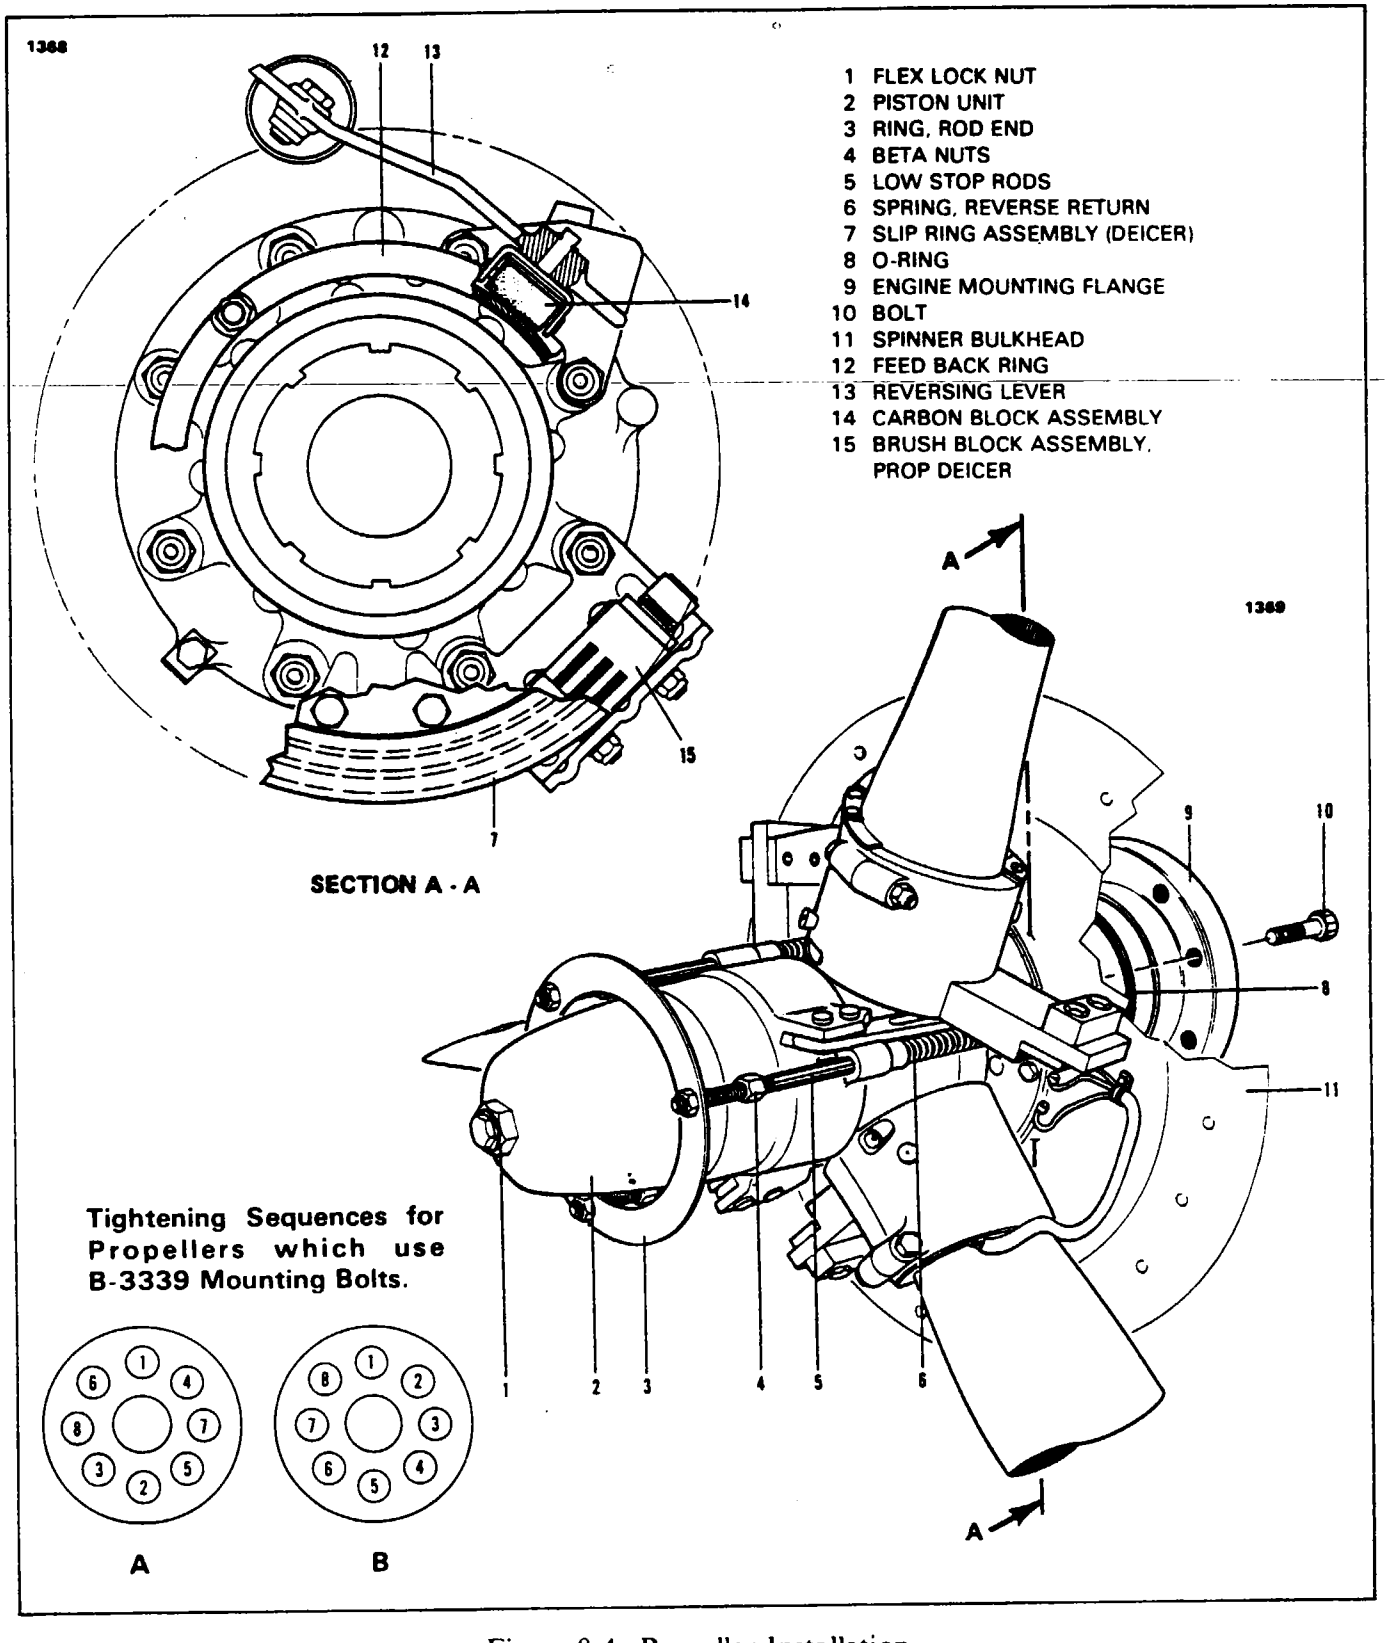

Figure 8-4. Propeller Installation
8-20. REMOVAL OF PROPELLER. (Refer to Figure 8-4.)
8-22. INSTALLATION OF PROPELLER. (Refer to Figure 8-4)
3. Torque all bolts to 40 ft.-lbs. and then to 80 ft.-lbs. following torque sequence "A" shown on Figure 8-4, Propeller Installation.
4. Final torque all bolts following torque sequence "B" shown on Figure 8-4 to 100 - 105 ft.-lbs.